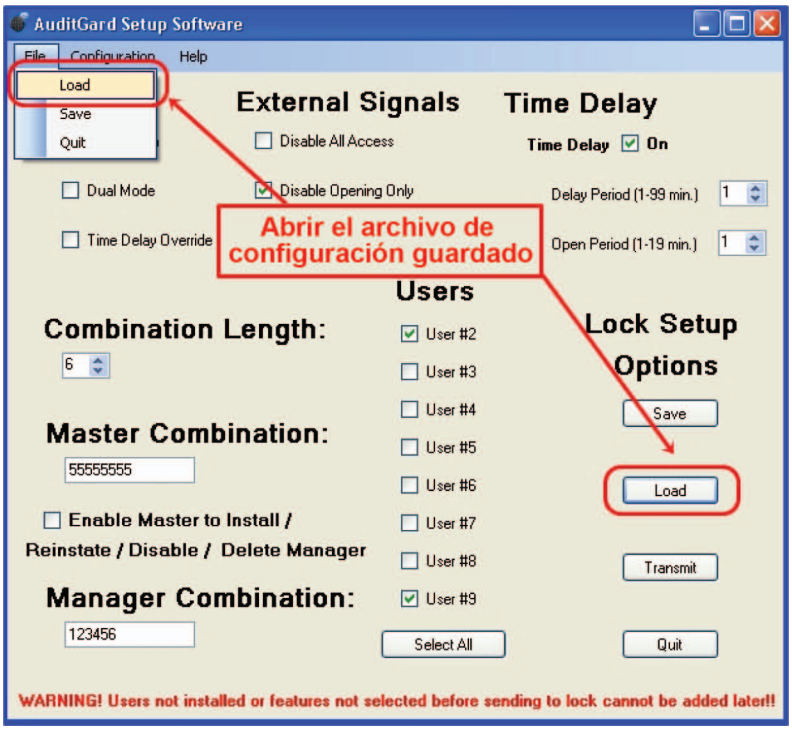

Figura 20
1. Haga clic en el botón **Load** o seleccione Load en el menú File (archivo) de la barra de menús (figura 20).